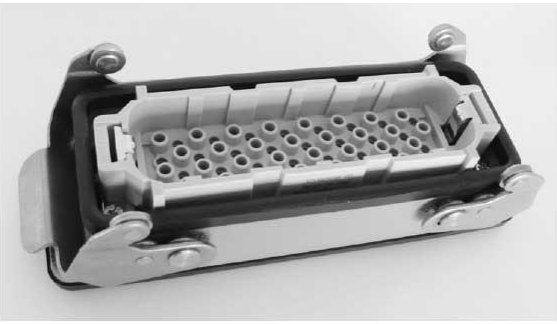
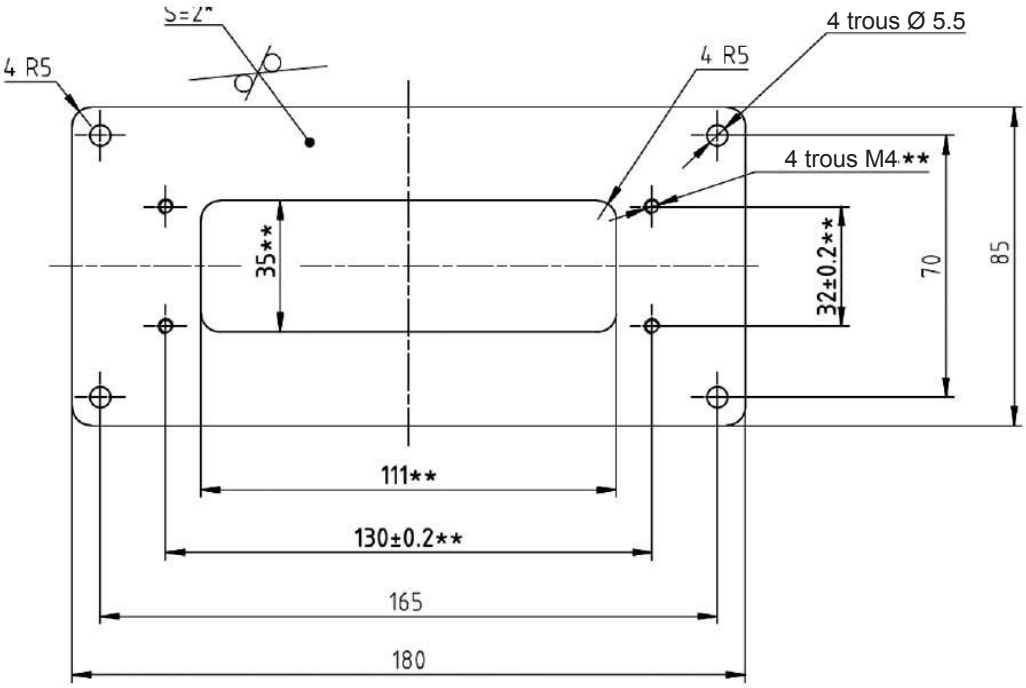

Figure 14 :
Figure 15 :
- La fiche femelle de connexion et un exemple de tôle d'adaptation conçu pour installation dans la cellule est montré dans la figure 14 et la figure 15. Les dimensions **sont spécialement requises pour la fixation de la fiche femelle du câblage de commande. La fixation peut aussi être obtenue sans la tôle d'adaptation dans le cas où le forage des trous a été prévu dans la cellule en conformité avec les dimensions **. Les dimensions de la fiche femelle du câble de contrôle commande sont représentées dans le chapitre « Dimensions et poids ».